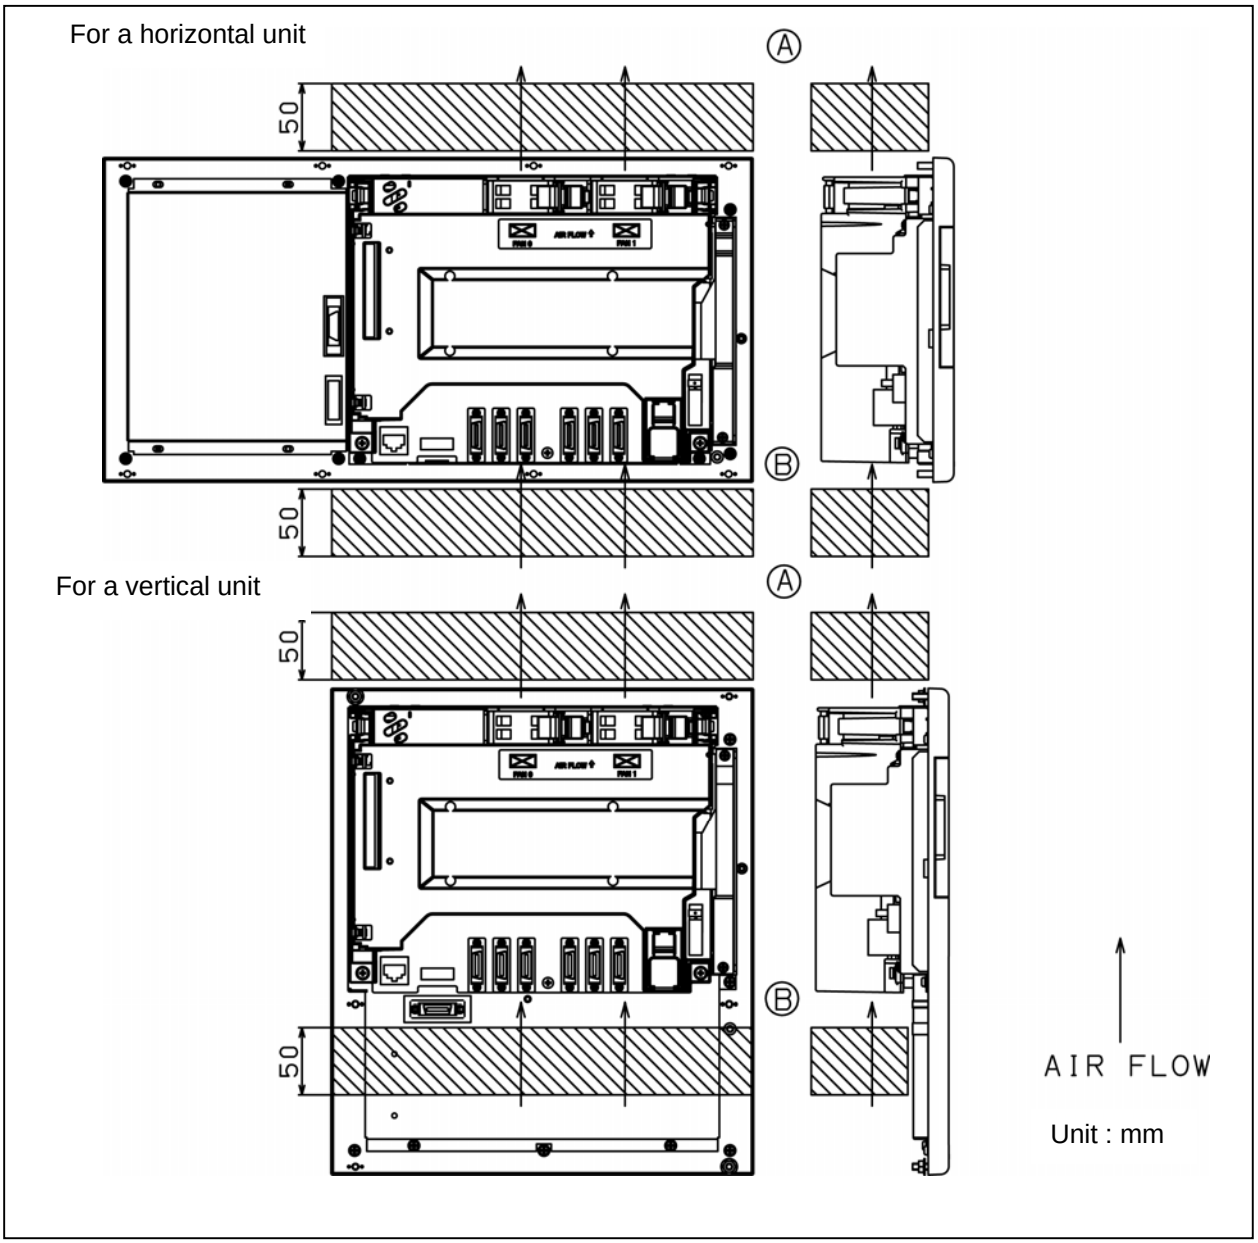

**Fig. 3.6.1**
Space (A), shown in Fig. 3.6.1, must be provided to ensure unrestricted air flow. Also, space (B) should be provided whenever possible. When space (B) cannot be provided, ensure that nothing is placed in the immediate vicinity which could obstruct the air flow.